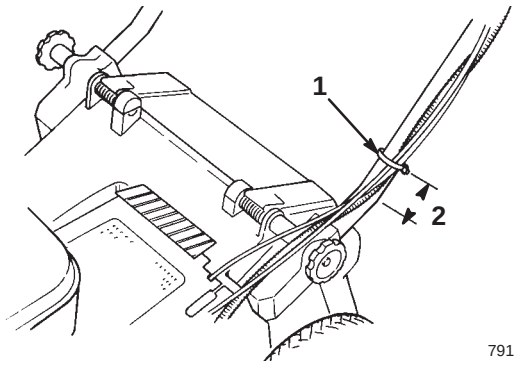

Bild 4
6. Sichern Sie die Züge an der unteren Seite des linken Griffrohrs mit einer Kabelbinde ab (Bild 4). Positionieren Sie die Kabelbinde 25 mm vom Bogen im Griff, siehe Bild 4.